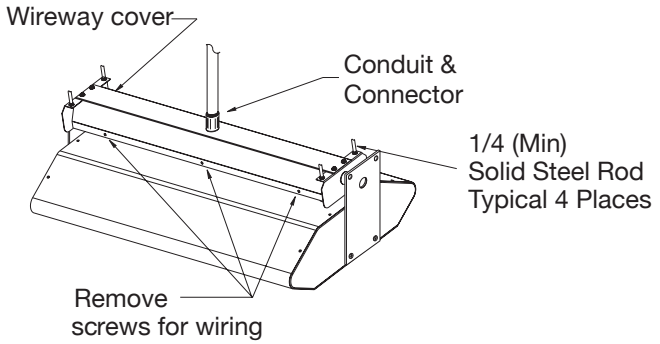

**Figure 5**
Refer to Figure 5 and proceed as follows.
4. Remove screws (see Figure 5) from front of wireway cover, rotate wireway cover back, and remove from wireway base.